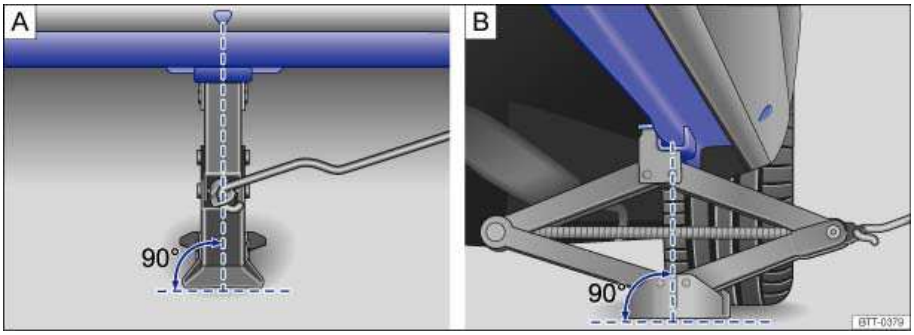

Fig. 176 Jack in position at the left rear lift point.
9. Position the jack so that its base is directly underneath the lift point ⇒ fig. 176, making sure that the entire base of the jack rests securely on the ground.
10. Align the jack and wind up the jack claw at the same time, until the claw cradles the vertical rib underneath the vehicle ⇒ fig. 176 (arrow).
- **Position the jack only at the described vehicle lift points. Before you raise your vehicle, always make sure the jack claw properly grips the vertical rib under the sill so that the jack does not slip off when you are raising the vehicle ⇒ fig. 176.**